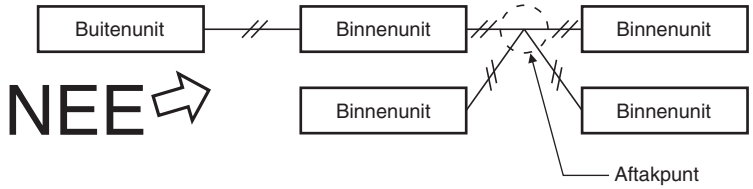

Afb. 4-4
(3) Installeer de bedieningsbedrading tussen units niet in een stervorm. Door stervormige bedrading zullen fouten in de adresinstelling ontstaan. (Afb. 4-4)